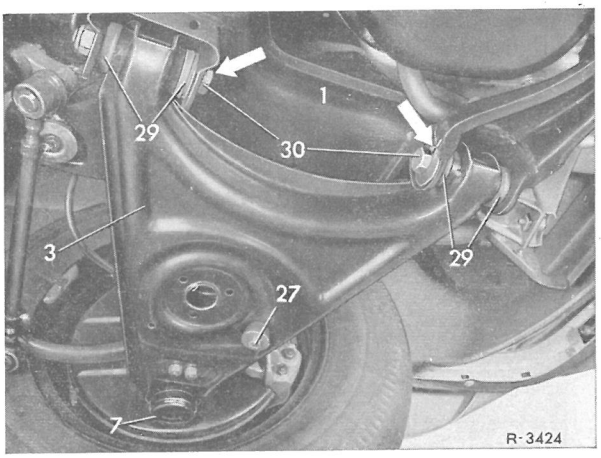

Fig. 32-5/2
3 På nederste tværsvingarms lejring markeres excenterboltens (30)stilling til forbroen(se pil)og sekskantmøtrikkerne løsnes (fig. 32-5/2).